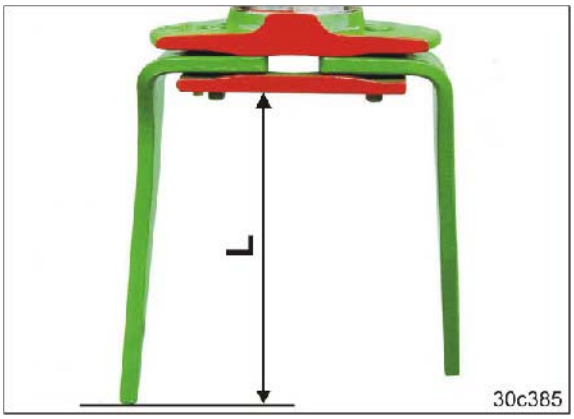

**Fig. 86**
**Remplacez les dents de préparation du sol au plus tard lorsqu'elles atteignent une longueur minimale L = 150 mm (Fig. 86).**